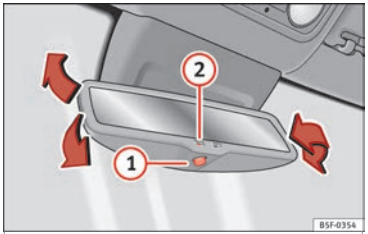

Fig. 24 Automatic anti-dazzle interior rear vision mirror.
Switching on the automatic anti-dazzle function: press the ① ››› **Fig. 24** button. The ② warning lamp lights up and, in bright light, the rear view mirror darkens.